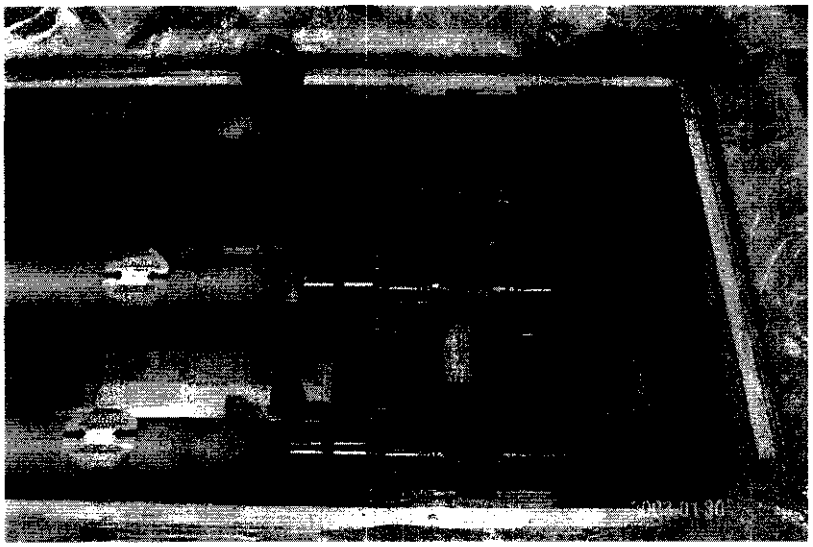

Figure 1.6 The lifting/insertion tool bolted to a power lead.
- **1.6** Attach the lifting/insertion tool to the lead flag as shown in Figure 1.6 and lift the lead from the steel table where the preliminary leak check was performed.